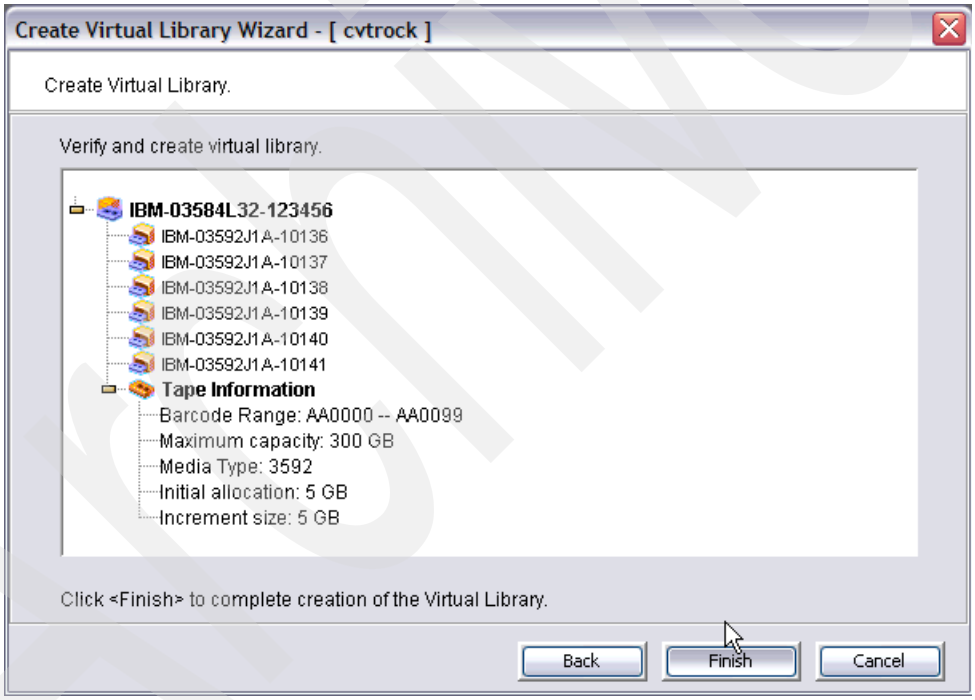

Figure 4-29 Virtual library details
7. In the Create Virtual Library panel (Figure 4-29), verify the details and click **Finish** if it is correct. Then the virtual library is created.